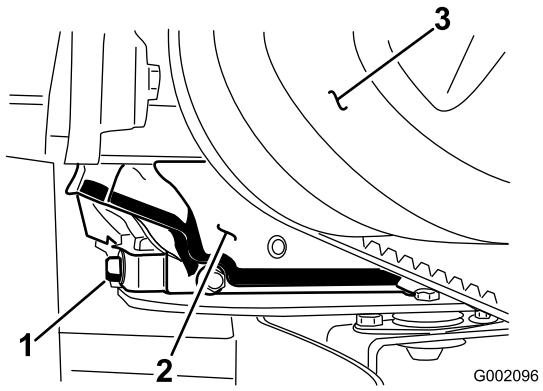

Figur 40
5. Plasser et tappefat med kapasitet på minst 1,5 liter under tappepluggen (Figur 40).
6. Fjern tappepluggen (Figur 40).